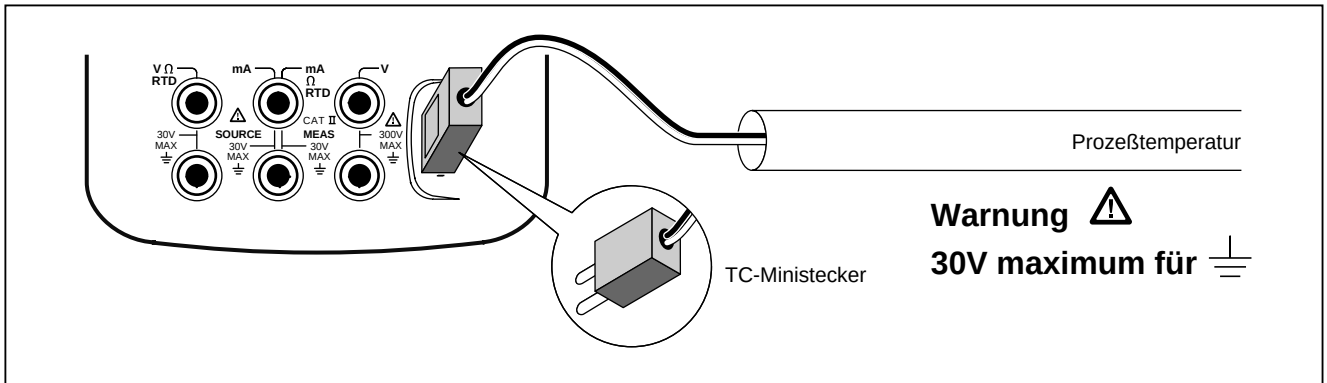

Abbildung 13. Temperaturmessung mit einem Thermoelement
1. Verbinden der Thermoelementleiter mit dem entsprechenden TC-Ministecker und dann mit der TC-Ein-/Ausgangsbuchse. Siehe dazu Abbildung 13. *Einer der beiden Steckerstifte ist breiter als der andere. Korrekte Polarität des Ministeckers beachten, bevor er in die Buchse eingeführt wird.*